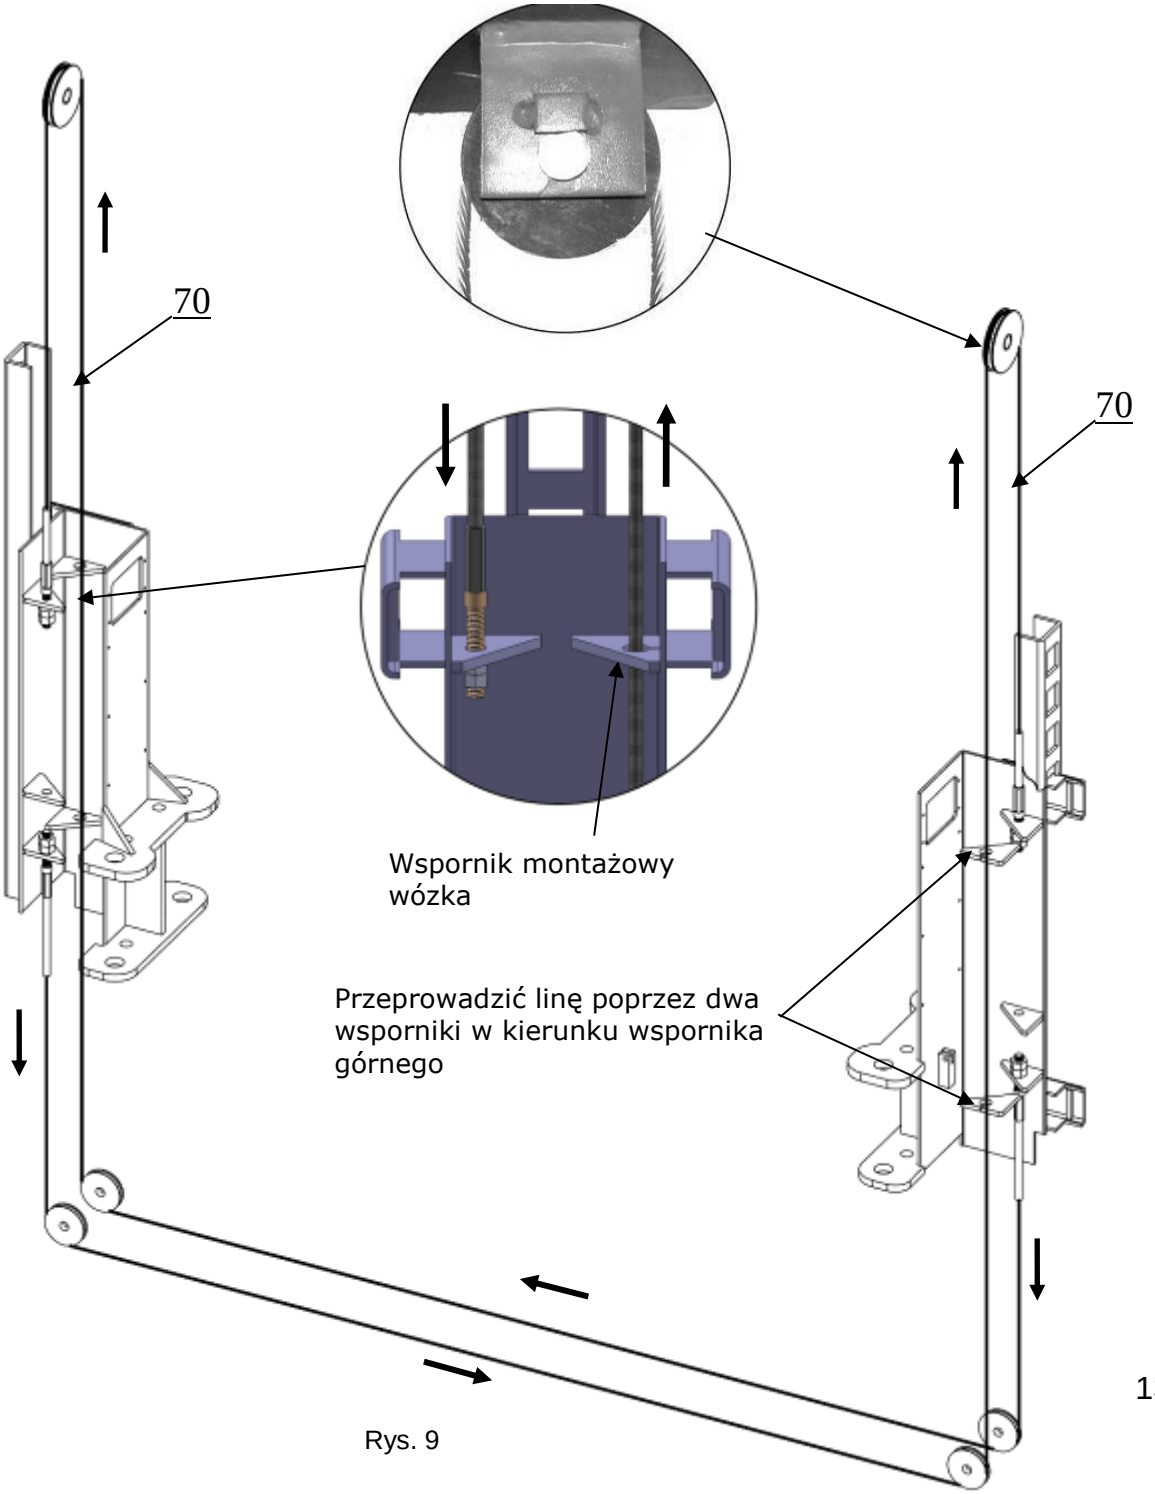

Rys. 9
1. Dla odległości miedzy kolumnami wynoszącej 3829mm **(Patrz rys. 9).**